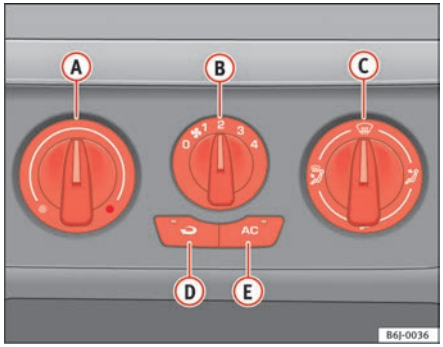

Fig. 86 Heating controls on the dash panel
– Turn the temperature selector ⇒ fig. 86 (A) anti-clockwise.
– Turn blower switch (B) to any of the head settings 1 -4.
– Set the airflow to the desired direction using air distribution control (C).
– Turn the temperature selector ⇒ fig. 86 (A) clockwise to select the desired temperature.
– Turn the temperature selector ⇒ fig. 86 (A) clockwise to reach the maximum temperature.
– Turn the blower switch (B) to setting 4.
– Close outlet (3).
– Open and turn outlet (4) towards side windows
– Turn the temperature selector ⇒ fig. 86 (A) to the heating zone.
– Turn blower switch (B) to any of the head settings 2 -3.
– Close outlets (3)
– Open and turn outlets (4) towards side windows